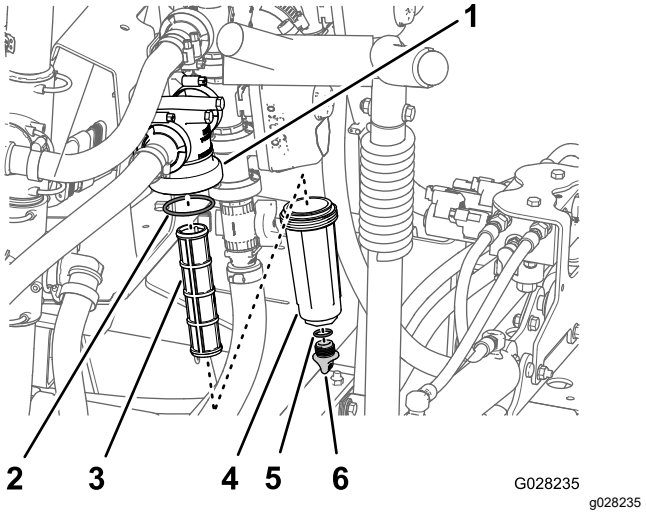

Figuur 53
2. Plaats een opvangbak onder het drukfilter (Figuur 53).
3. Draai de aftapdop linksom en neem ze van de bak van het drukfilter (Figuur 53).
4. Draai de bak linksom en verwijder de filterkop (Figuur 53).
5. Verwijder het drukfilterelement (Figuur 53).
7. Controleer de pakking voor de aftapplug (in de bak) en de pakking voor de bak (in de filterkop) op schade en slijtage (Figuur 53).
8. Monteer het drukfilterelement in de filterkop (Figuur 53).
9. Maak de bak handmatig vast op de filterkop (Figuur 53).
10. Monteer de aftapdop op de fitting onderaan de bak en draai de dop handmatig vast (Figuur 53).